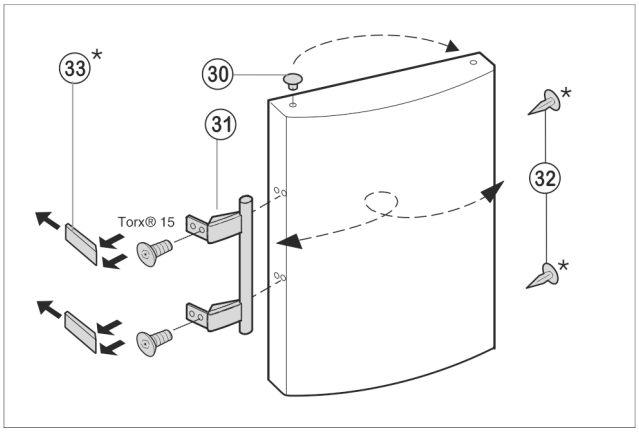

Fig. 10
▶ Scoateți dopul *Fig. 10 (30)* din bucșa suport a ușii și mutați-l.
▶ Demontați mânerul ușii *Fig. 10 (31)*, dopul *Fig. 10 (32)* și plăcile de presare *Fig. 10 (33)* și așezați-le pe partea opusă.